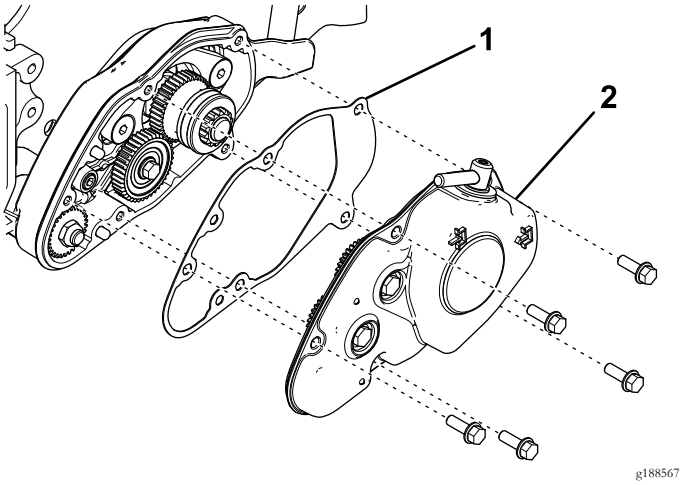

Figura 1
3. Remova a cobertura da caixa do rastelo e junta (Figura 1).